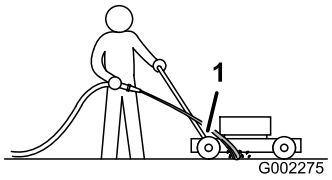

Figuur 39
3. Houd de tuinslang ter hoogte van de handgreep en richt de waterstraal op de grond, net vóór het **rechter** achterwiel (Figuur 39).